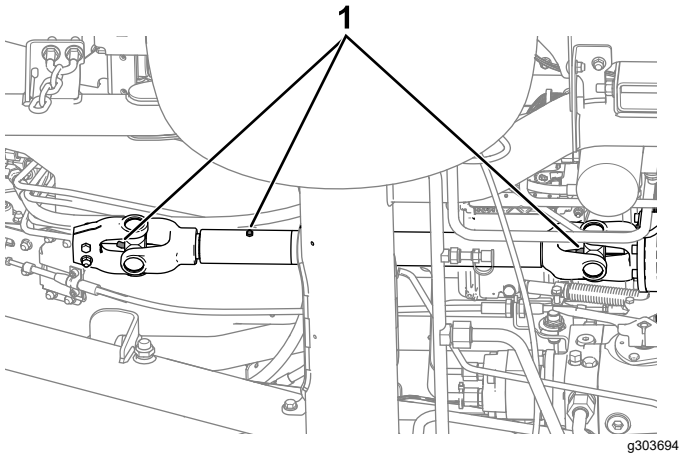

Figur 45
- Kraftudtagets drivaksel (Figur 45)